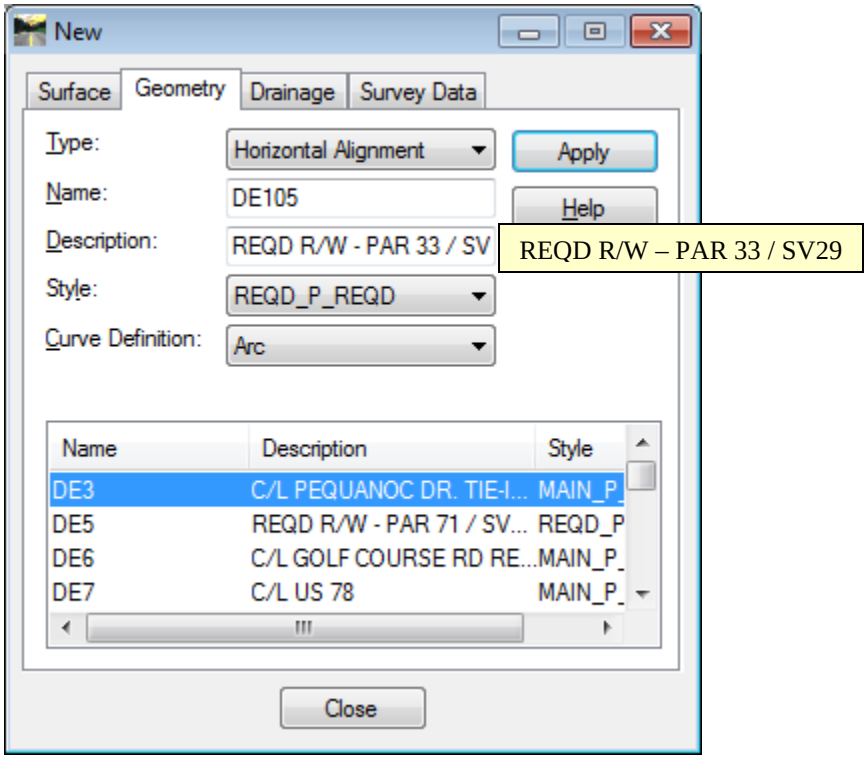

Figure L12-73 New
64.	**Create a new Horizontal Alignment for the Required Right-of-Way take from SV29.** • In InRoads, select **File ► New**. • Match the entries shown in *Figure L12-73*. • Click **Apply** and **Close**.